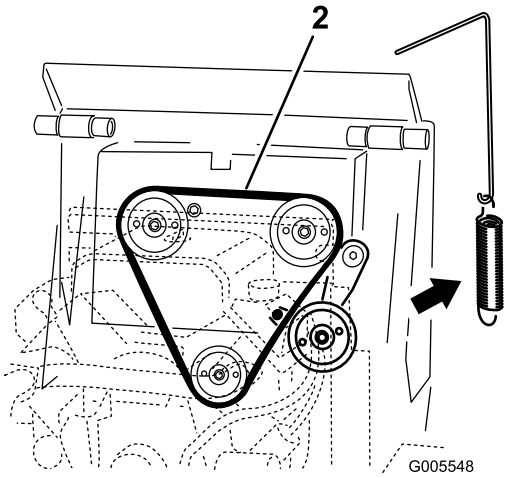

**Figuur 47**
4. Verwijder de spanpoelieveer van de spanpoelie (Figuur 47).
6. Plaats een nieuwe riem rond de drie poelies (Figuur 47).